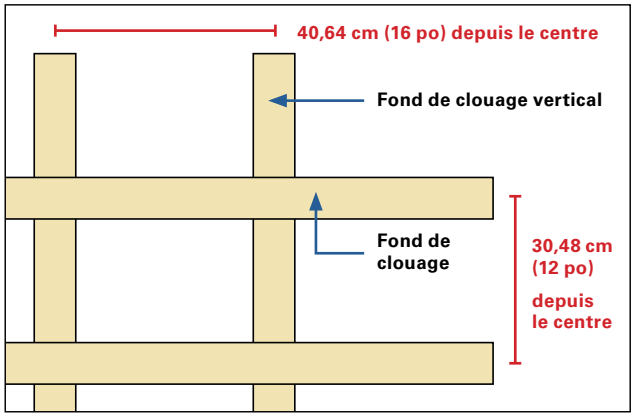

Fig. 8
- Installez ensuite le fond de clouage horizontal sur le fond de clouage vertical **30,48 cm (12 po) depuis le centre**. *(Voir la figure 8)*